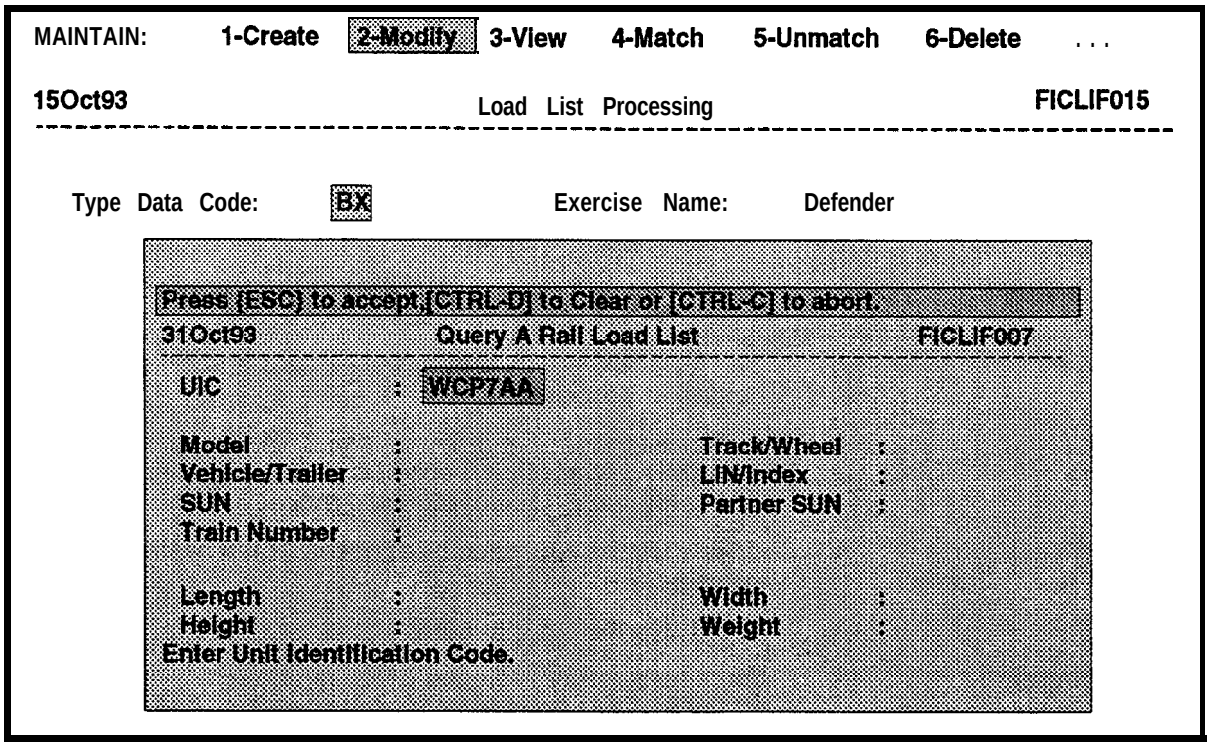

Figure 8-12. Rail Load List Query Screen
The Query A Rail Load List window will be displayed as shown in Figure 8-12. The UIC associated with your **login** will be displayed in the **UIC** field. If you wish to change this UIC, type the desired UIC over the displayed information or press **Ctrl-D** to clear the field. If you are logged in at the **ITO** level you must change this UIC or delete the contents of the field.
d. As necessary, enter your query criteria into any one or any combination of the fields shown in Figure 8.12. This is a very important step because more specific selection criteria, will return a shorter list of equipment.